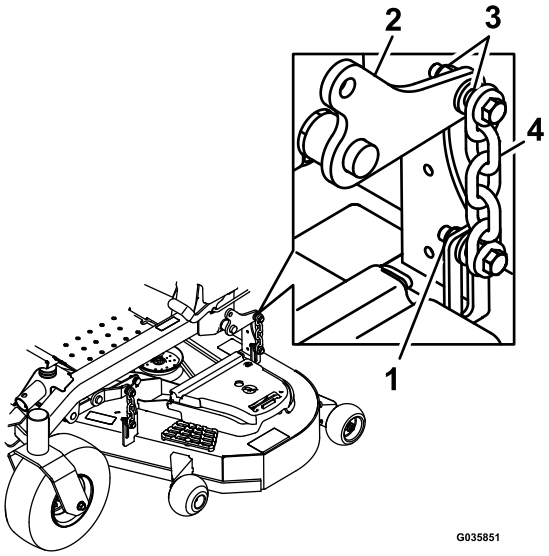

Bild 85
16. Lösen Sie die Sicherungsmuttern (Bild 85) an allen vier Ecken und stellen Sie sicher, dass das Mähwerk fest auf allen vier Blöcken sitzt.